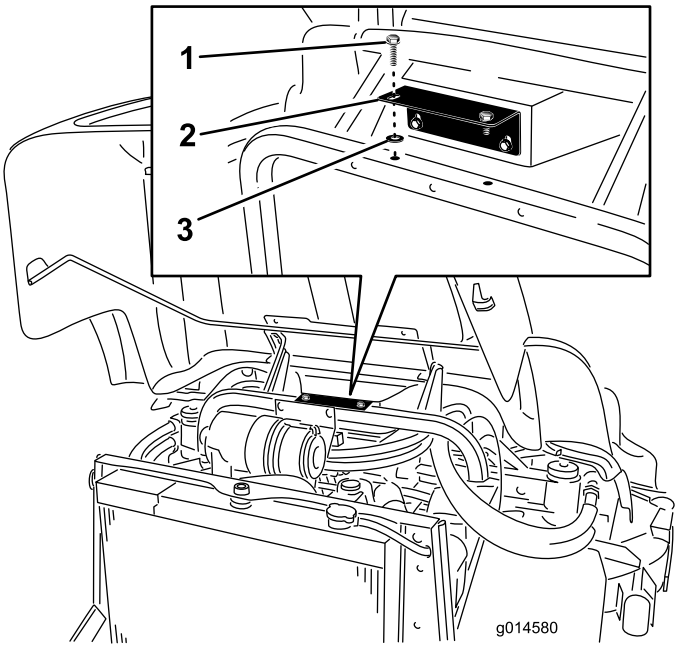

Figur 1
3. Fjern (de to) flenshodeskruene som fester oppbevaringsrommets støttebrakett til rammen (Figur 1).